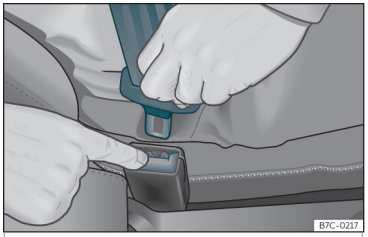

Fig. 9 Soltar la lengüeta del cierre del cinturón.
- Presione la tecla roja en el cierre ››› **fig. 9**. La lengüeta saltará del cierre.